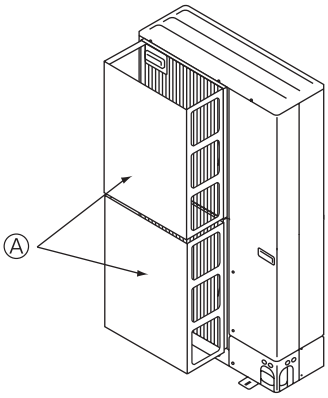

Fig. 3-3
② Install an optional air guide if the unit is installed in a location where strong winds from a typhoon, etc. may directly enter the air outlet. (Fig. 3-3)